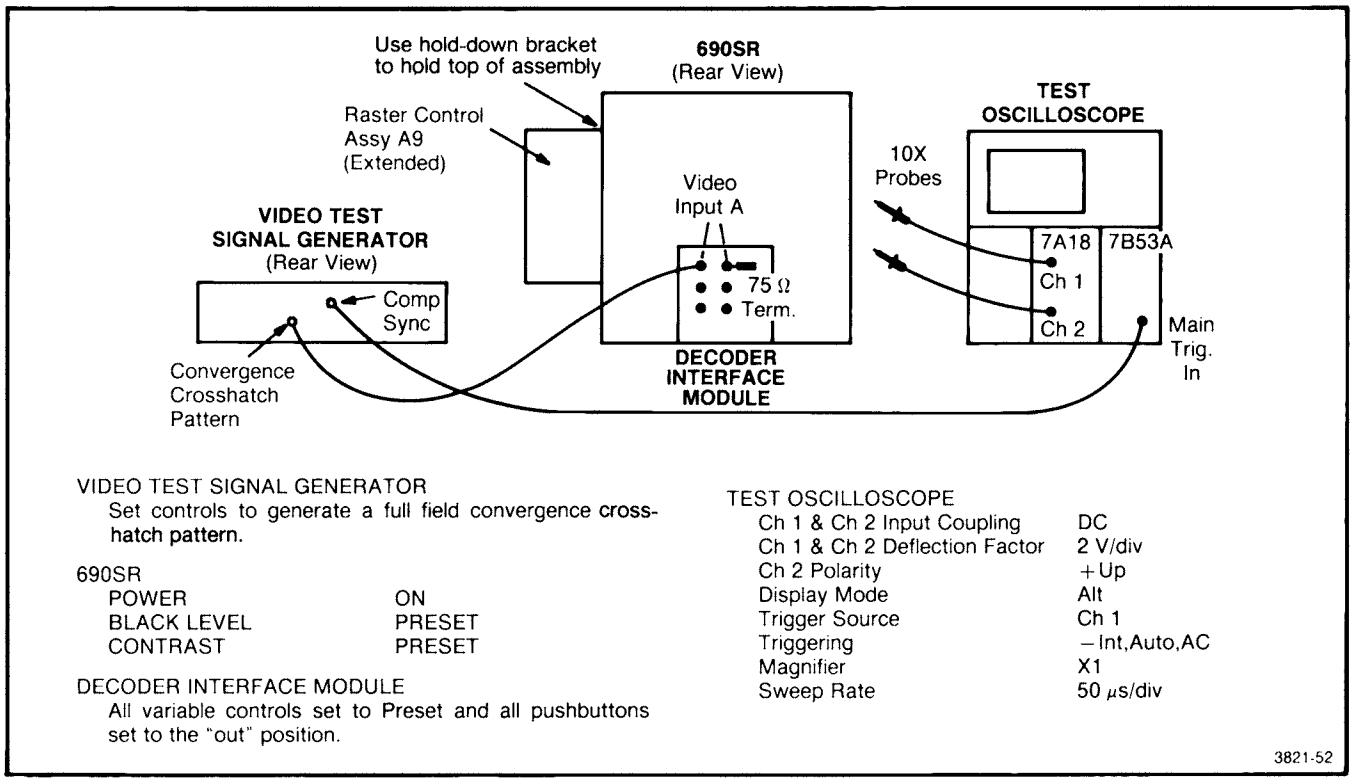

Fig. 6-8. Equipment setup conditions for checking vertical scan start jitter.
a. Use Fig. 6-8 as a guide for equipment setup conditions and control settings. Set the 690SR POWER switch to OFF. Extend the the raster control assembly, A9. Set the 690SR POWER switch to ON.